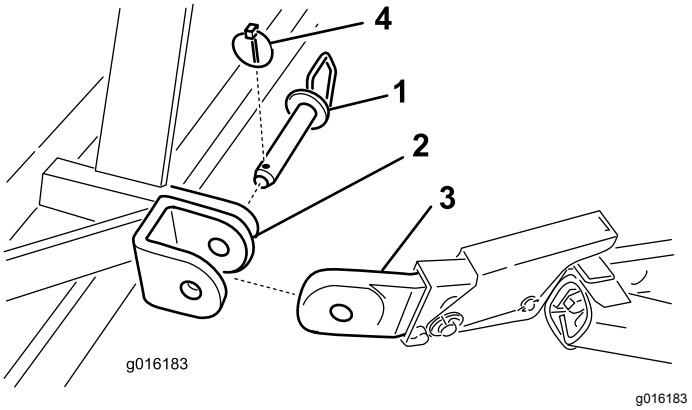

Figur 4
5. Fastgør trækstangens arme på dybdelufterens monteringsbeslag med koblingstapper og ringstifter (Figur 4).